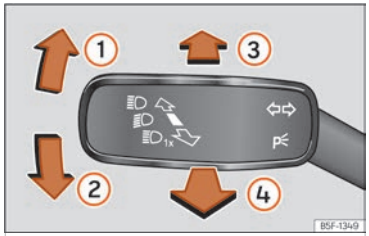

Fig. 104 Palanca d'intermitents i de llum de carretera.
- Des de la posició base, premeu cap endavant la palanca dels intermitents i llum de carretera ››› fig. 104 ③.
- **O BÉ**: si l'assistent del llum de carretera està connectat, estireu cap enrere la palanca dels intermitents i de llum de carretera ››› fig. 104 ④.